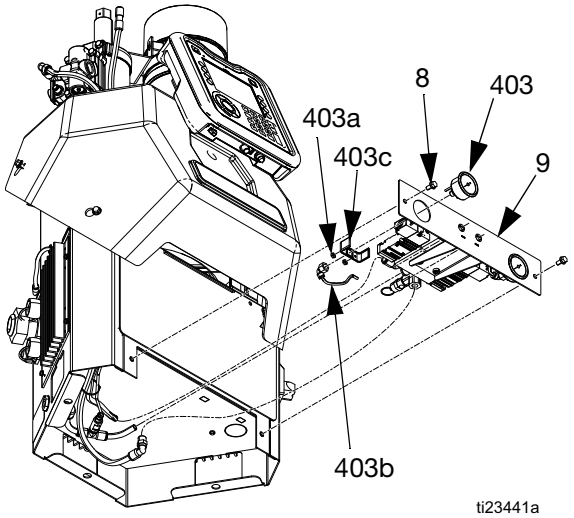

**FIG. 52**
**Disassembly (see FIG. 52):**
3. Remove two screws (8) then slide air control assembly (9) out from electrical enclosure (1) so the back of the gauges are exposed.
4. Remove two nuts (403a) securing gauge (403) in place then remove bracket (403c).
**Reassembly (see FIG. 52):**